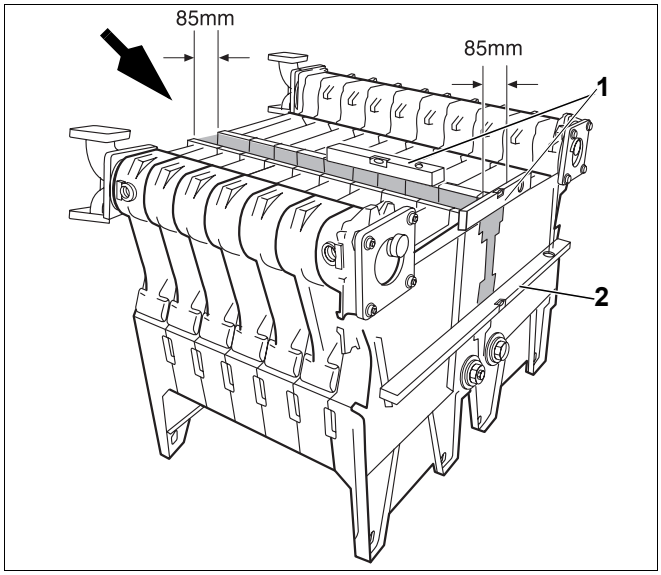

Rys. 28 Wyrównanie ustawienia bloków kotła
Strzałka na rys. 28 pokazuje przód obu bloków kotła.
- Wyrównać ustawienie bloków kotła w stosunku do siebie, jak pokazano na rys. 28. Odstęp musi wynosić 85 mm.
- Wyrównać ustawienie bloków kotła w poziomie i pionie przy pomocy poziomicy (rys. 28, **poz. 1**) i przymiaru-liniału (rys. 28, **poz. 2**).